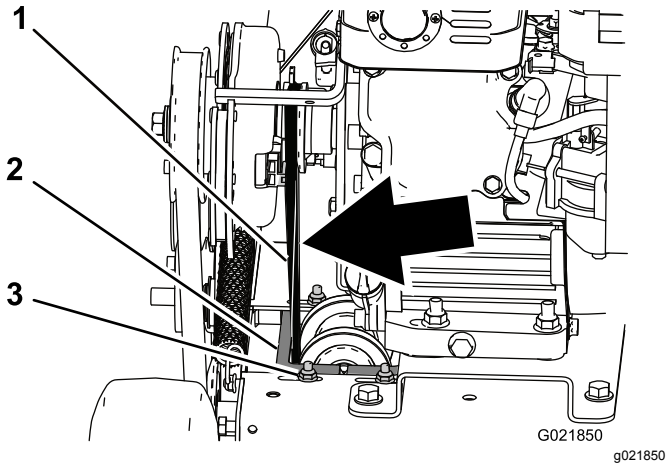

Рисунок 25
4. Проверьте натяжение ремня. Он должен отклоняться не более чем на 6 мм при надавливании пальцем с умеренным усилием в точке между шкивами, расположенной непосредственно над рамой машины (Рисунок 25).
5. Чтобы затянуть ремень, ослабьте 4 монтажные гайки с болтами, которые крепят каретку шкива к раме, и переместите каретку влево, натягивая ремень; затем затяните 4 монтажные гайки с болтами (Рисунок 25).